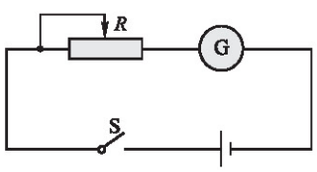

图 1-4-1
1. 如图 1-4-1 所示，把电源、滑动变阻器、开关和一个零点在刻度盘中央的电流计串联成实验电路. 实验中改变电源正、负极与电流计接线柱的连接，由此识别电流计的指针偏转方向与输入电流方向之间的关系.